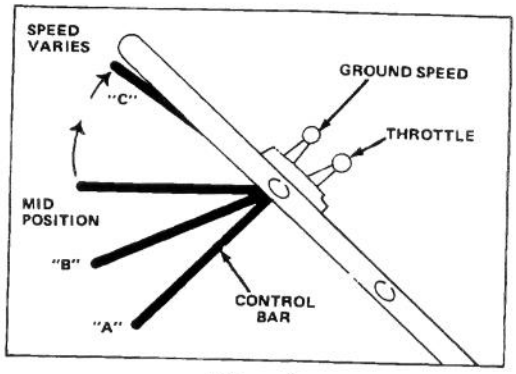

Figure 9
1. CONTROLS—Ground speed control, throttle, and control bar are on upper handle (Fig. 9). Fingertip starter is on top of engine.
3. STARTING—Move ground speed control to "N" and throttle to FAST. Pull fingertip starter out until positive engagement results; then pull vigorously to start the engine. Regulate throttle as desired when engine starts (Fig. 9). If engine does not start after 2 or 3 pulls, wait 10 seconds for carburetor prime well to refill with gasoline.
5. STOPPING (Fig. 9) — Release control bar to stop blade and traction drive. Move ground speed control to "N". To stop engine, move throttle to OFF. Pull wire off spark plug if mower is unattended or not used.